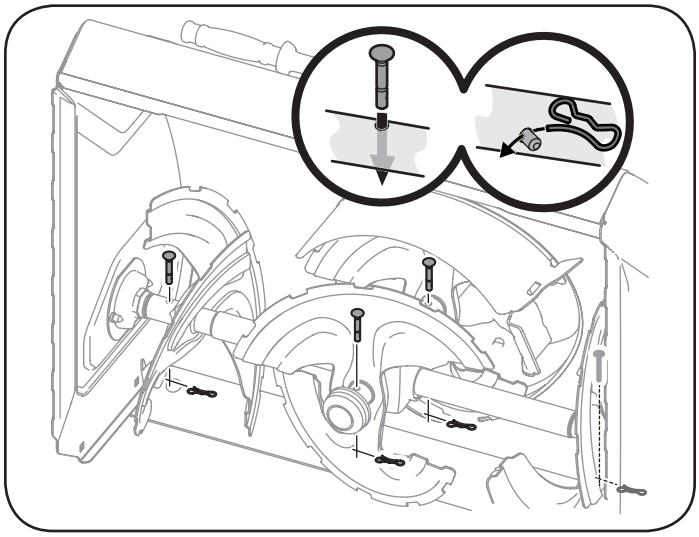

Figura 40
- Las barrenas centrales y laterales del acelerador están ajustadas al eje espiral mediante pasadores de cuchilla color negro (Pieza del fabricante del equipo original 738-05273). Consulte la Figura 40.